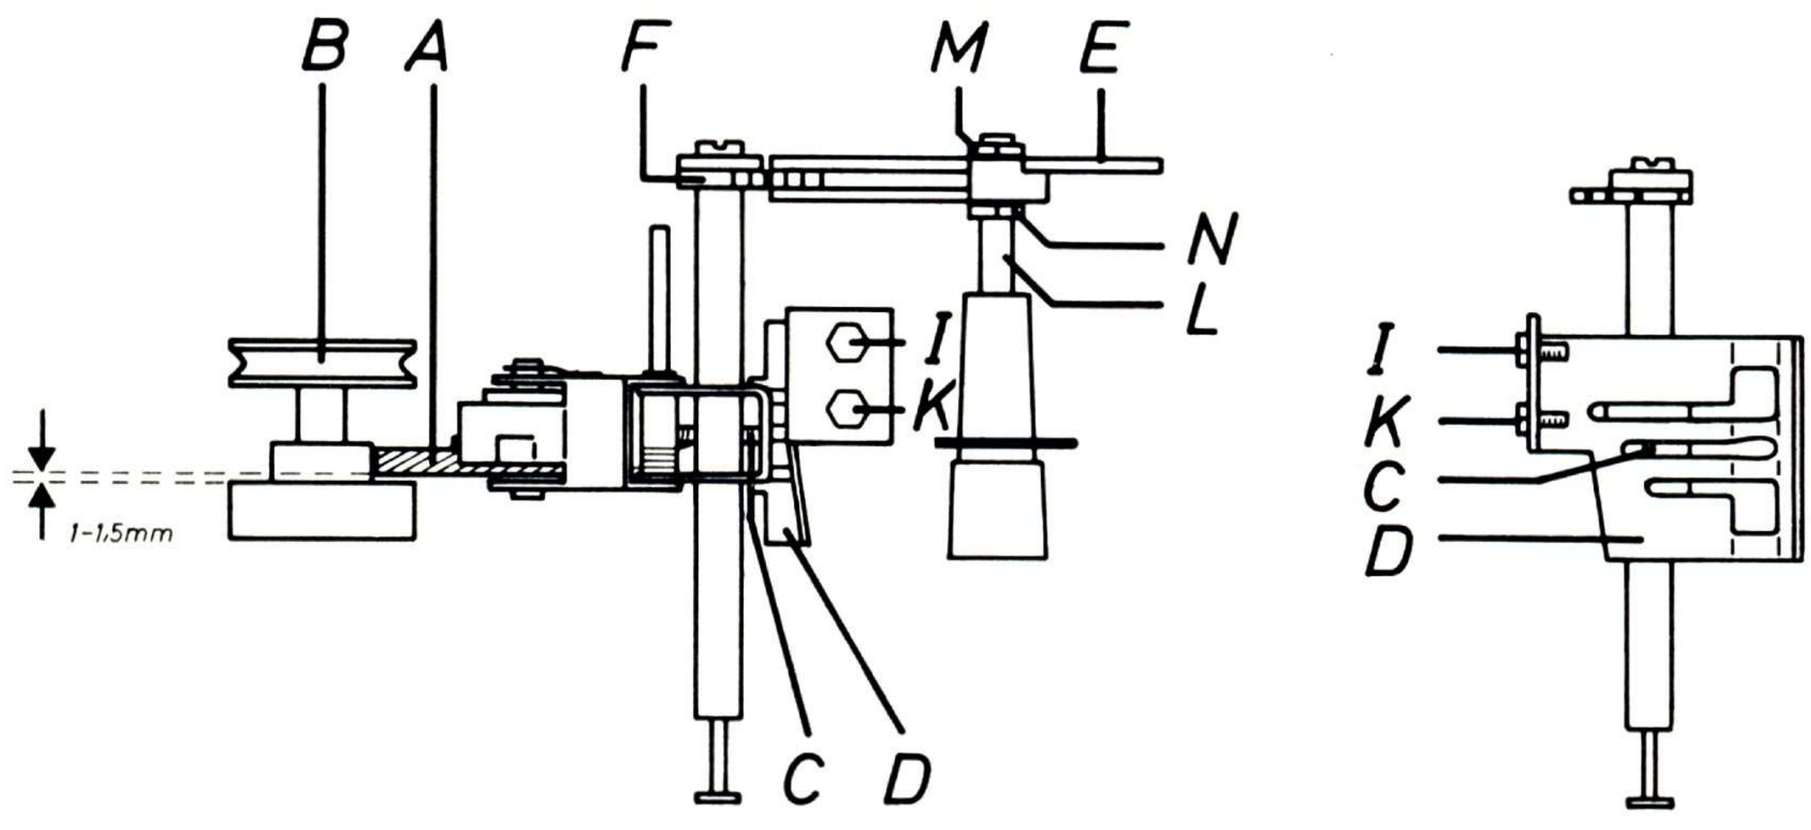

Fig. 9
1.5 Geschwindigkeitsumschalter (siehe Abb. 9)
1.5 Speed Selector (see Fig. 9)
1.5 Sélecteur de vitesse (voir fig. 9)